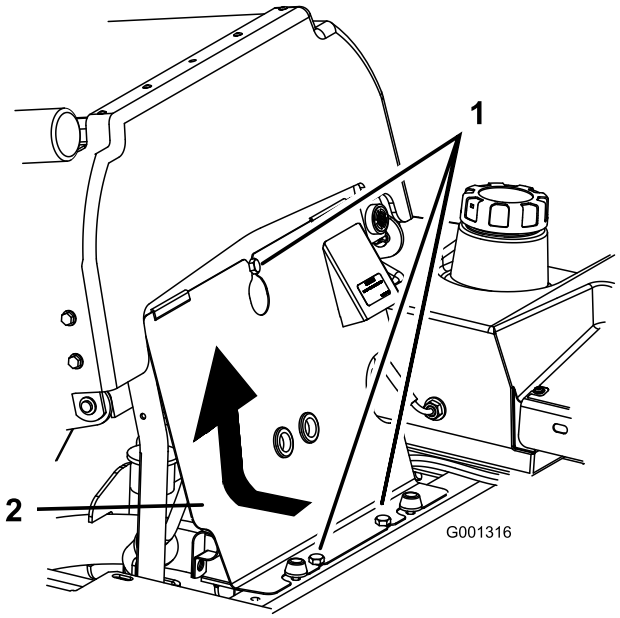

Figur 37
1. Vipp setet fremover, løsne boltene og ta bort det fremre motorpanelet (Figur 37).